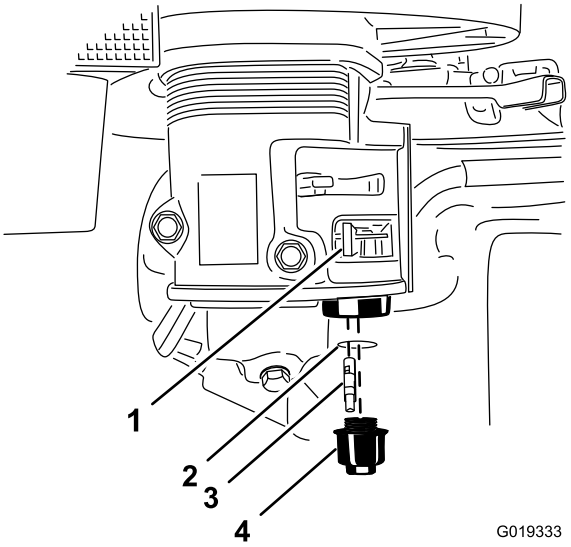

Figura 52
3. Mueva la palanca de la válvula de combustible a la posición de CERRADO, totalmente hacia la izquierda (Figura 52).
4. Desenrosque la taza de sedimentos (Figura 52).
5. Retire y conserve el filtro de combustible y la junta tórica (Figura 52).
8. Instale el filtro de combustible en la parte inferior del carburador (Figura 52).